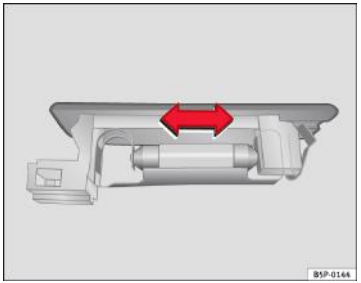

Fig. 167 Lampa din portbagaj
– Apăsați becul în lateral şi scoateți-l din carcasă ⇒fig. 167. ■